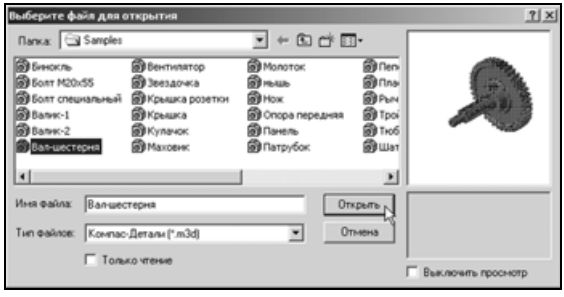

Рис. 1.5
- Теперь в окне отображается список трехмерных моделей деталей, хранящихся в папке Samples. Сделайте текущим документ **Вал-шестерня** и откройте его щелчком на кнопке **Открыть** (рис. 1.5).